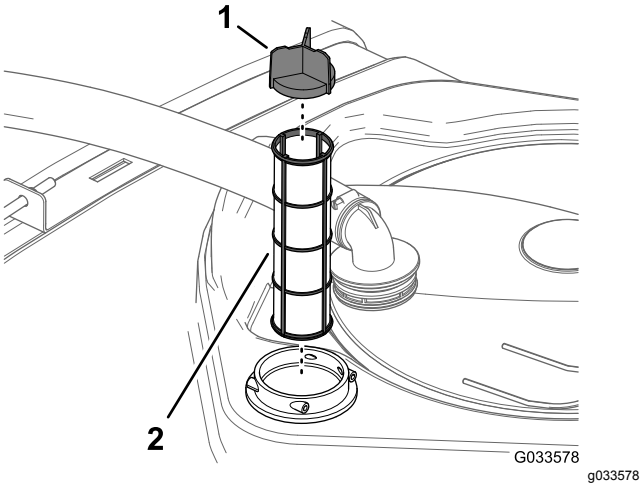

Figur 47
4. Dra ut sugfiltret ur filterkåpan i tanken (Figur 47).